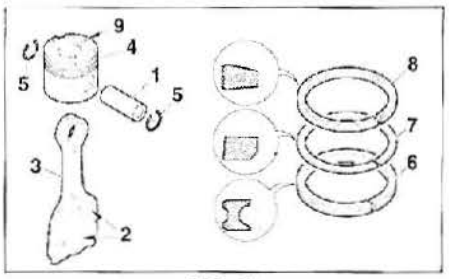

FIG. 61
• Efectuar el montaje de cada conjunto biela y pistón, aceitando los ejes (1) y los semicojinetes (2) en la cabeza de biela (3). Utilizar anillos de freno nuevos (5) **(fig. 61).**
• Montar los segmentos aceitados en los pistones comenzando por el segmento rascador (6) y el de estanqueidad (7) y, finalmente, el segmento de fuego (8) disponiendo las marcas "TOP" hacia la cabeza del pistón. Separar los segmentos 120°, decalándolos con relación al eje de pistón y al corte del segmento rascador **(fig. 61)**